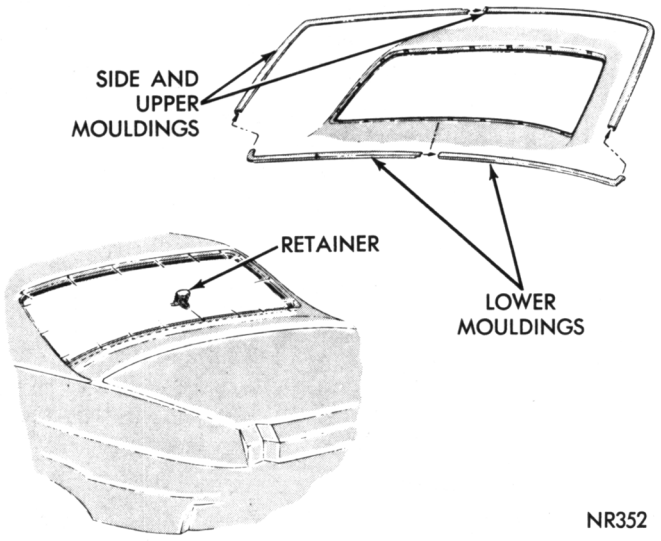

Fig. 12—Rear Window Mouldings—Valiant-Barracuda
(1) Place a protective covering over deck lid, quarter panel and rear window areas. Remove rear window mouldings (Fig. 12) using Tool C-4009.
(2) Using a fiber wedge, unlock weatherstrip by prying weatherstrip apart and with a slight twist move wedge around weatherstrip.
(3) With an assistant supporting glass on outside, from inside car, push against glass at one of the upper corners and remove glass from weatherstrip.
(4) Place glass on a cloth covered bench.
(5) Remove weatherstrip from fence.